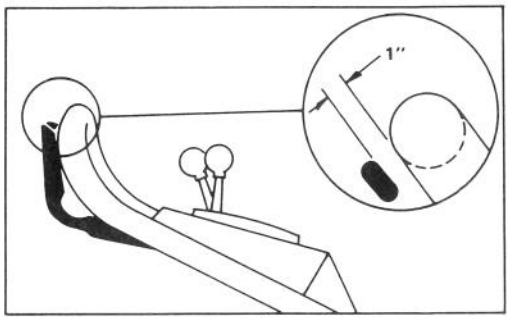

Afbeelding 19
3. KONTROLEER BIJSTELLING — Trek de maaier naar achteren, terwijl u de bedieningsstang langzaam tegen de handle aan duwt. De bijstelling is correct, wanneer de achterwielen niet meer draaien en de bedieningsstang ongeveer 2,5 cm van de handle is (Afb. 19).